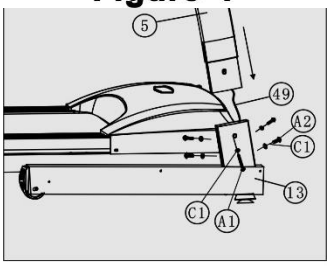

Figure 2
a. Pull out the Signal wire (49) from the lower side to upper side of the right upright tube(5). (see figure 2)
b. Insert Right upright tube (5) to base frame (13), and attach four Half-round bolts M8X16 (A2), one Half-round bolt M8X40 (A1), and five Flat washers Φ8(C1). Do not tighten all parts provisionally. (see figure 2)